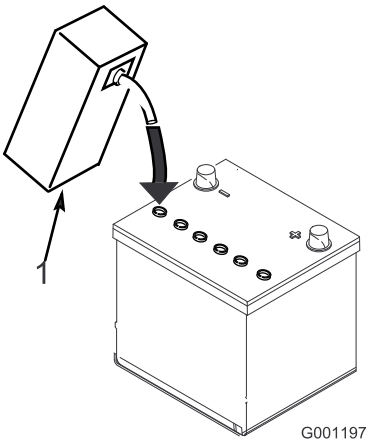

Figur 7
3. Fyld forsigtigt hver celle med elektrolyt, indtil pladerne er dækket med ca. 6 mm væske (Figur 7).
4. Vent ca. 20 til 30 minutter, mens elektrolytten trænger ind i pladerne. Fyld efter behov for at bringe elektrolytstanden op til ca. 6 mm fra bunden af påfyldningshullet (Figur 7).